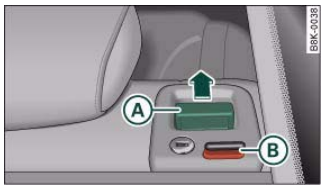

Fig. 90 Release handle on backrest
– When you pull the release handle Ⓐ ⇒ fig. 90 in the direction of the arrow, the safety knob Ⓑ will pop up and the red marking on the knob will become visible.